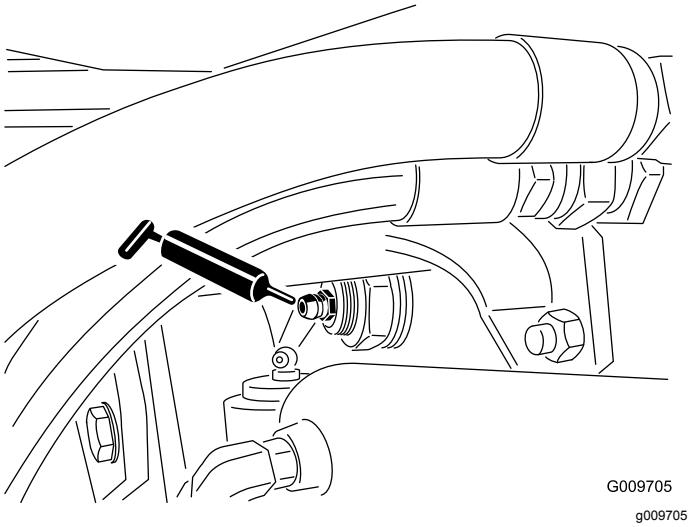

Figur 49
- Bakre axeltappsbussningar (2) (Figur 49)